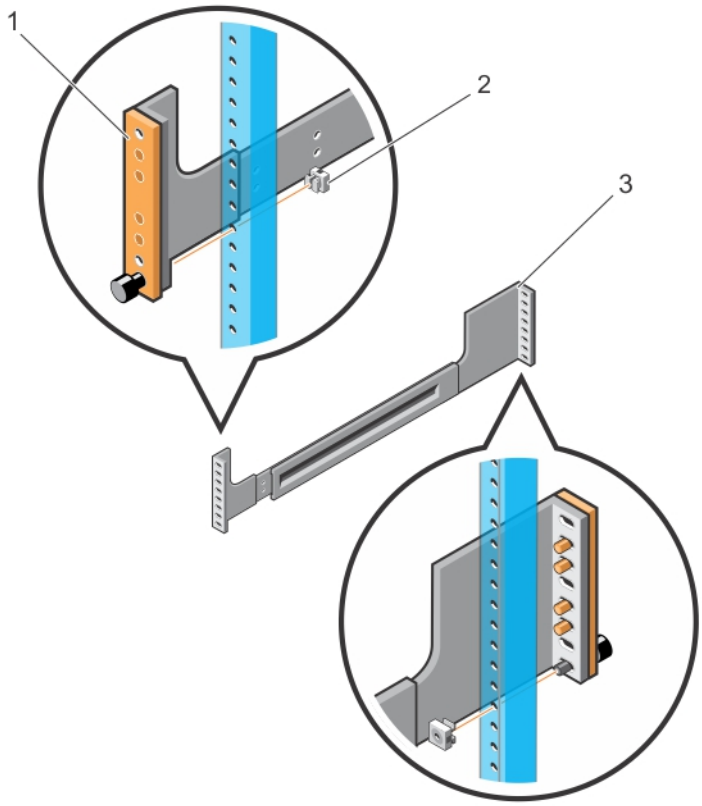

Figure 11. Installing Tool-less Rails in a Non-Threaded-Hole Rack
b. Install a cage nut (item 2 in Figure 11) in the left front post at the desired height of the thumb screw on the left front rail.
e. Start with the rear left rail (item 3 in Figure 11); align the thumb screw with the cage nut and holes on the left rear post. Gently press the rear rail end into the rack post and tighten the thumb screw in the cage nut to secure the rail to the post.
f. Align the thumb screw on the front left rail with the cage nut (items 1 and 2 in Figure 11) inserted in the front post. Press the front end of the rail forward and tighten the thumb screw so that it locks into the cage nut.